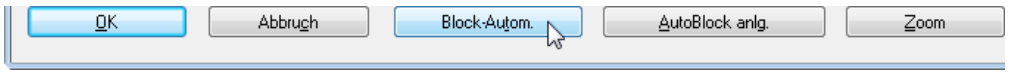

Bild 28.35 – Die Blockautomatik kann auch in der Blockverwaltung aufgerufen werden
- Rufen Sie die *Blockverwaltung* auf und aktivieren Sie die Schaltfläche *Block-Autom.* (Abb. 28.35).